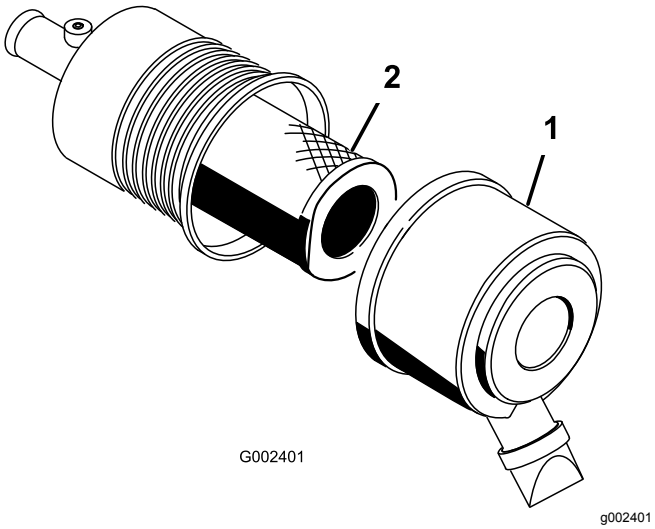

Figur 33
1. Åpne låsene på luftrenserdekslet og trekk luftrenserdekslet av luftrenserkroppen (Figur 33).
3. Skyv filteret forsiktig ut av luftrenserkroppen (Figur 33).
5. Skyv filteret forsiktig inn over hoveddelslangen (Figur 33).
6. Sett på luftrenserdekslet med siden vendt oppover, og og fest låsene (Figur 33).